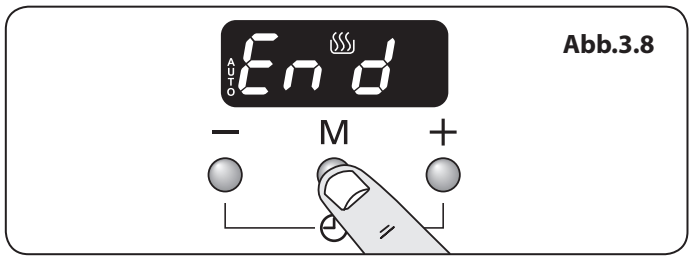
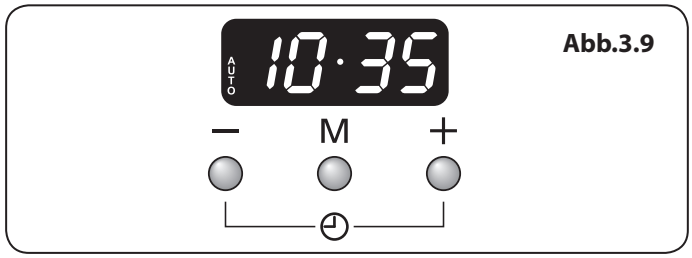

Abb.3.8
Abb.3.9
2. Drücken Sie die Modustaste [M], bis die Anzeige blinkt: End (**Abb.3.8**). Stellen Sie anschließend die „Stoppzeit“ mithilfe der Tasten [+] und [-] ein. Die aktuelle Uhrzeit wird zusammen mit dem Wort „AUTO“ angezeigt (**Abb.3.9**).